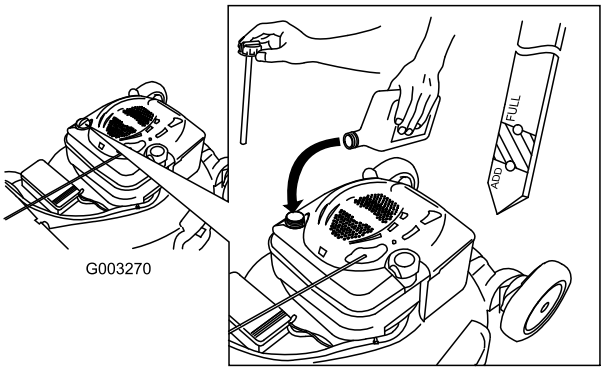

Figur 7
1. Fjern peilestaven (Figur 7).
2. Hell olje **sakte** inn i oljepåfyllingsrøret til oljenivået når Full-merket på peilestaven (Figur 7). **Ikke fyll på for mye.** (Maks. påfyll: 0,59 l, type: rensende SAE 30W-olje med API-serviceklassifisering SF, SG, SH, SJ, SL eller høyere.)